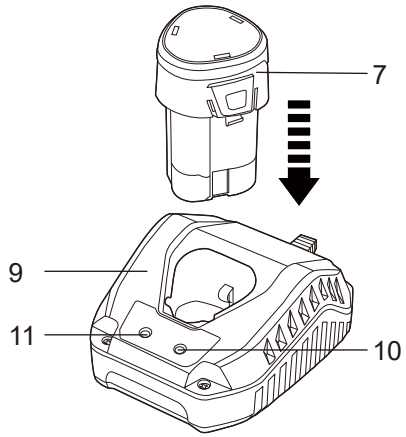

Fig. 4
> Insira o conjunto de baterias (7) no carregador (9) (Fig. 4). Conecte o carregador a uma fonte de alimentação. Os indicadores luminosos (10/11) no carregador mostram os diferentes estados como indicado a seguir: